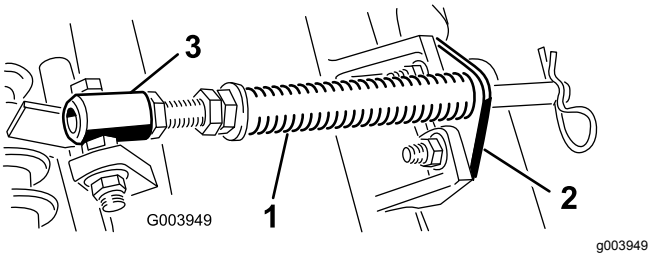

**Figur 5**
A. Fjern de to låseskruene og mutterne som fester stangbraketten til klippeenhetstappene (Figur 5).
B. Fjern flensmutteren som fester skruen på røret for fjær til bærerammetappen (Figur 5). Fjern enheten.